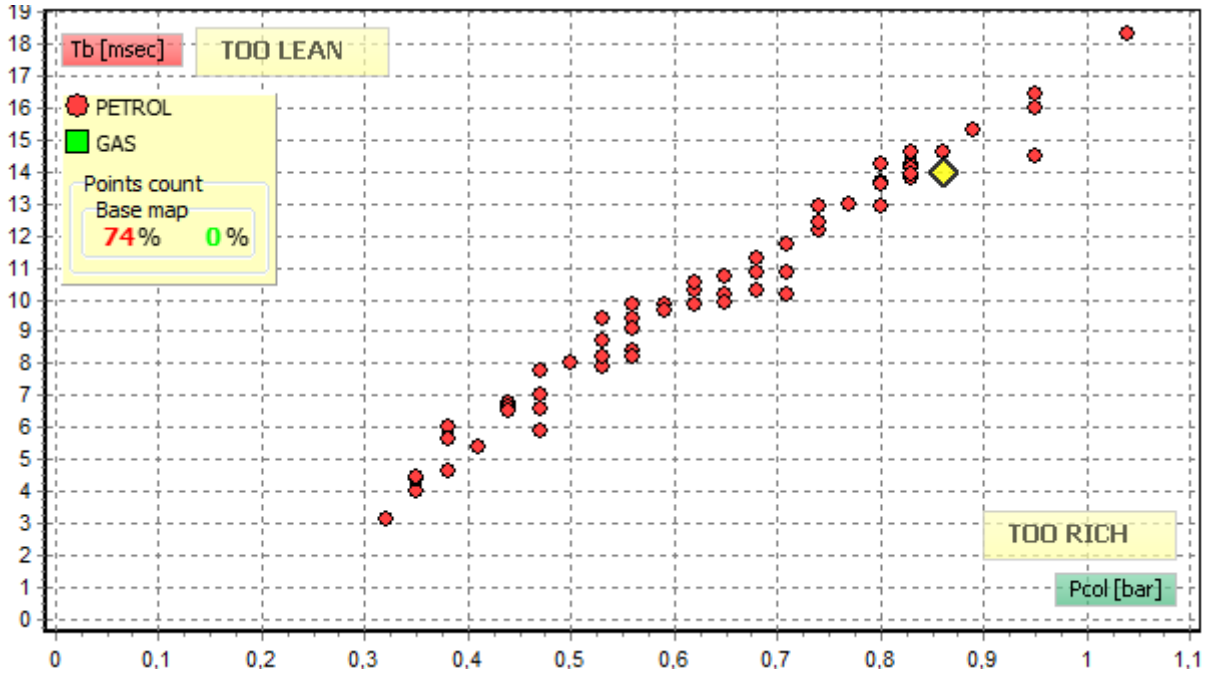

Fig. 3.40 Collected petrol map.
7. If used gas injectors were used for the first time during autocalibration, their characteristics may change drastically during first drive on gas. Therefore first autocalibration may not give correct results. It is recommended to check if idle model is still correct after first drive on petrol by comparing petrol time at idle on gas and petrol time at idle on petrol (figures 3.40, 3.41).